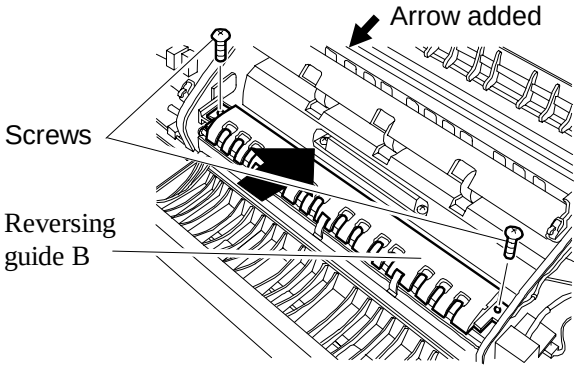

Fig. 6
5) Open the registration guide, loosen the 2 screws and push in the reversing guide B in the direction of the arrow until properly seated, and then re-tighten the screws (Fig. 6).